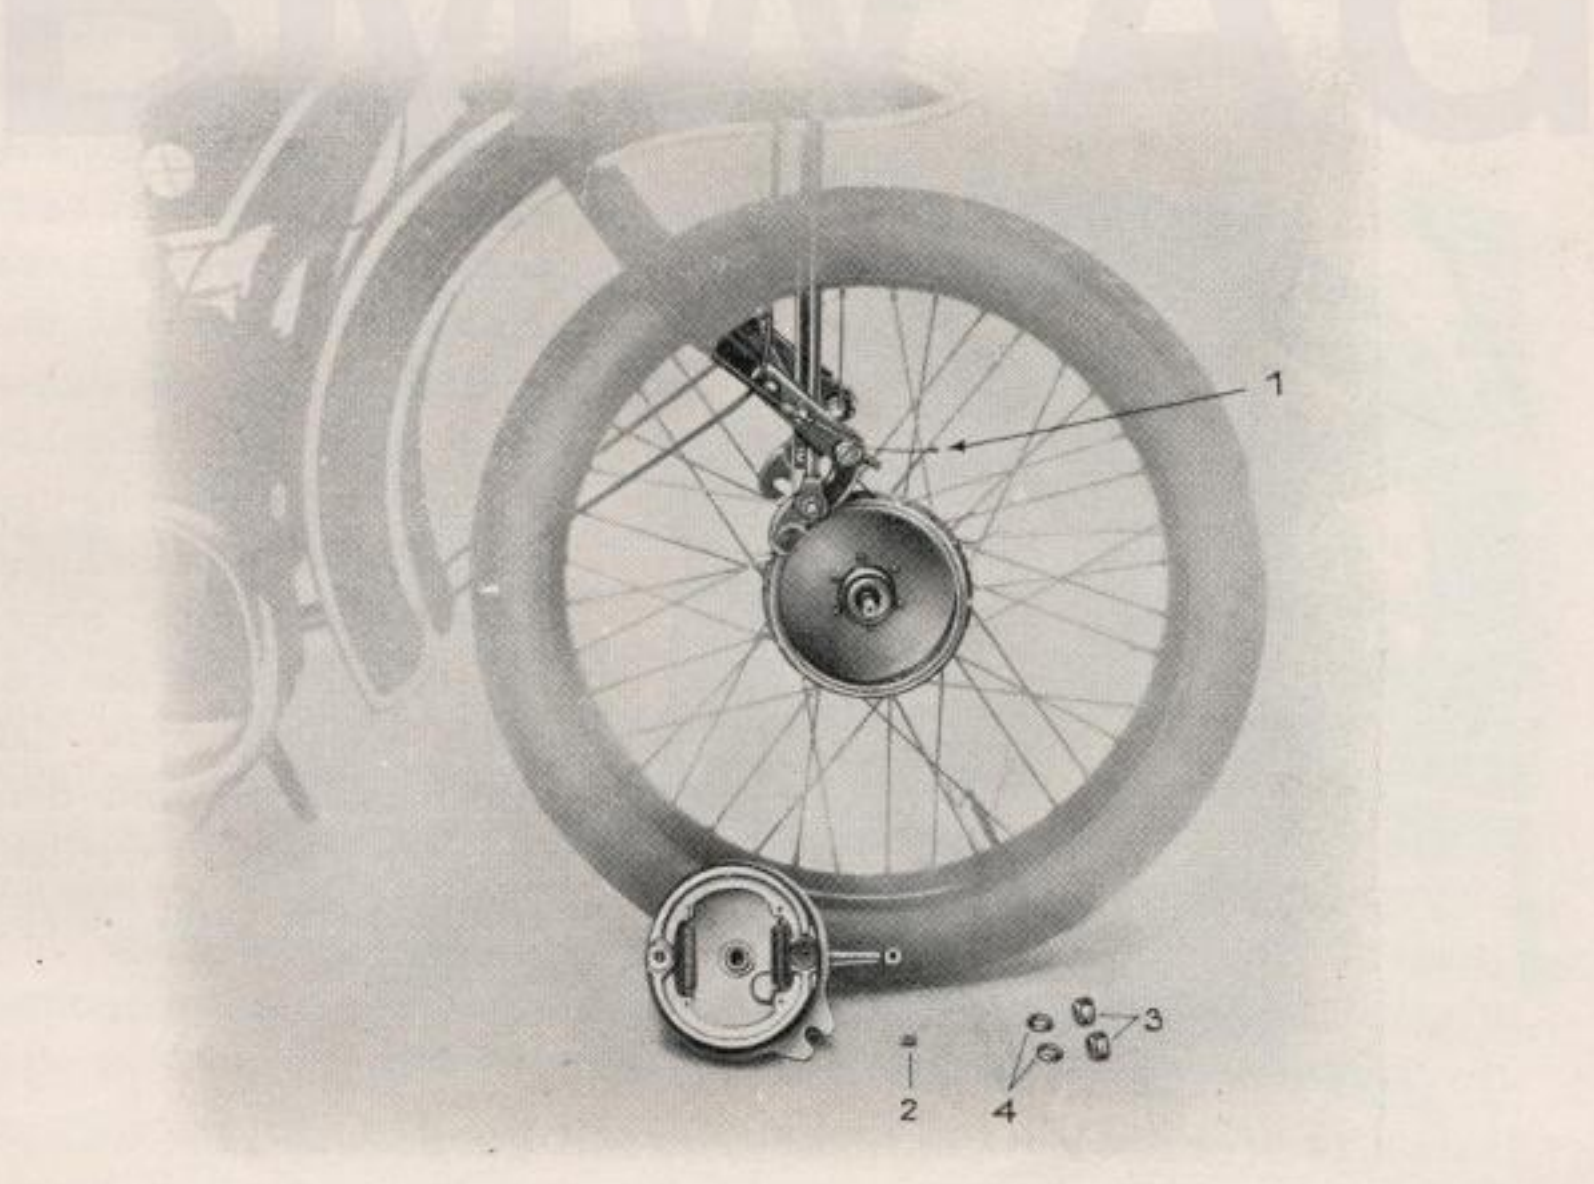

Abb. 16
4. Kontrolle und Montage: Alle Muttern und Bolzen sind in kurzen Zwischenräumen auf festen Sitz zu prüfen. Die **Radachsbefestigungen** überprüfe man jedoch bei jeder Fahrt. Desgleichen kontrolliere man auch die Befestigung des Brennstoffbehälters von Zeit zu Zeit. Kurz nach jedem Anfahren ist es empfehlenswert, die **Bremsen** zu versuchen, um sicher zu sein, daß man sich im Bedarfsfalle darauf verlassen kann. Die Auswechslung bzw. Nacharbeit des Keilklotzes der Hinterradbremse muß geschehen ehe der Klotz auf dem Grunde der Bremsfelge anliegt. An der Vorderradbremse kann eine Nachstellung in geringem Umfange durch Anziehen der Verstellschraube am rechten Gabelschaft ausgeführt werden. Größere Nachstellungen erfolgen durch Lösen der Klemmschraube des kleinen Bremshebels an der Nabe und Vorrücken desselben. Zum Ersatz der Bremsbeläge muß das Vorderrad ausgebaut und der Bremsdeckel abgenommen werden. (Siehe Abb. 16.)